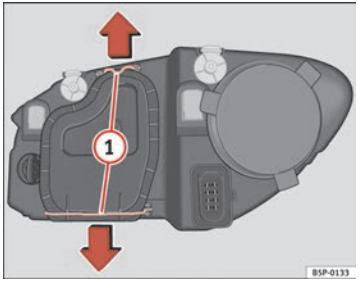

Fig. 185 Dipped beam headlights
– Remove the loops ⇒ page 274, fig. 185 (1) in the direction of the arrow and remove the cover.